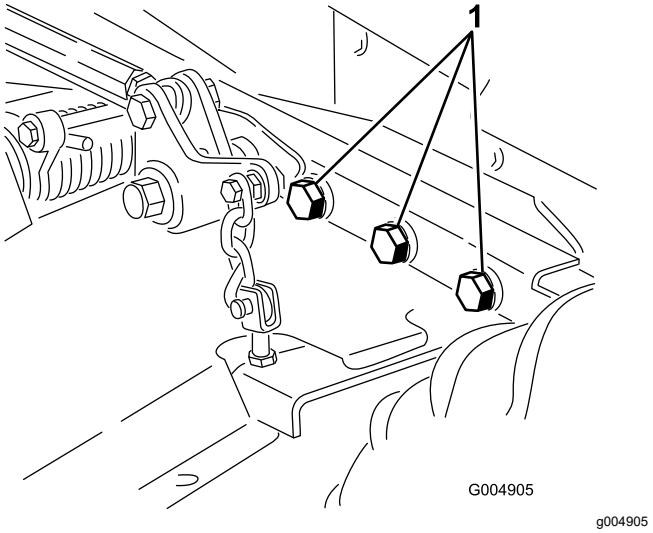

Figur 59
5. Kontrollera alla fästelement och dra åt dem om de är lösa. Dra åt de sex bultarna som håller fast klippdäcksramen på traktorenheten (Figur 59) till ett moment på 359 N·m.